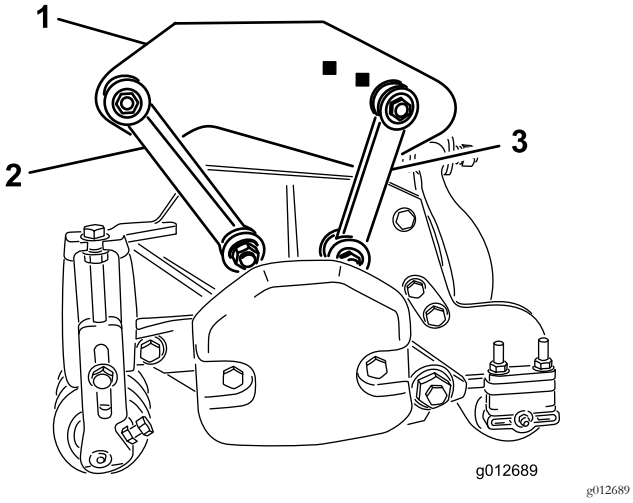

Figur 19
- Fäst de bakre monteringslänkarna i hålen på den bakre bärramen med en bult (3/8 x 2 1/4 tum), två planbrickor och en låsmutter såsom visas i Figur 19. Placera en bricka på var sida om länken vid montering. Dra åt fästelementen till 42 N·m.